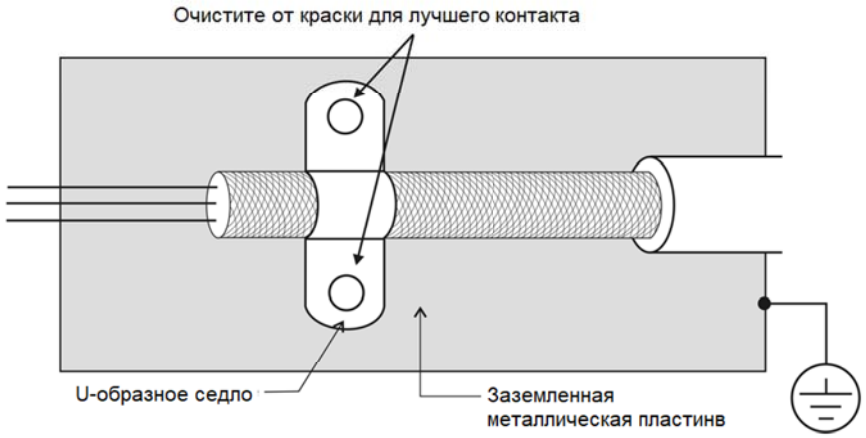

Рис. 1. Способ монтажа кабеля и заземления экрана. Убедитесь, что место под электрическое соединение экрана очищено от краски и изоляции и надежно закреплено
- Для надежного закрепления кабеля и экрана используйте монтажную пластину и скобу крепления, контактное соединение должно быть очищено от краски, убедитесь в надежности соединения. Смотрите рисунок 1.